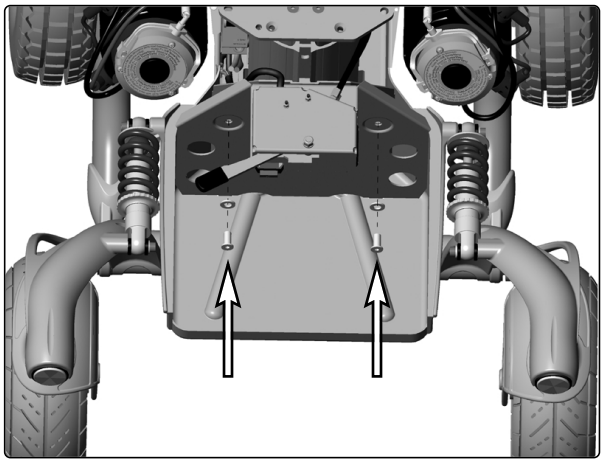

Abb. 54. Obere Befestigungsschrauben der Sitzhöhenverstellung.
3. Demontieren Sie den oberen Teil der Sitzhöhenverstellung, der mit zwei Schrauben befestigt ist; s. Abb. 54.